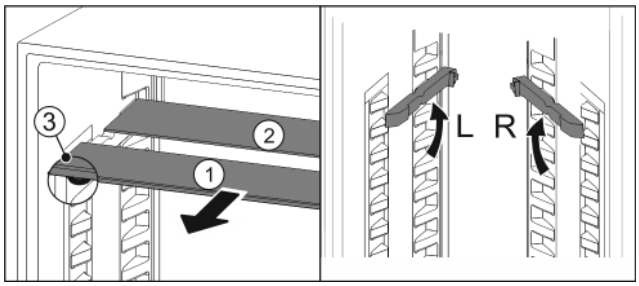

Fig. 119
▶ Pull the glass panels out *Fig. 119 (1)* from the front, one at a time.
▷ The glass panel *Fig. 119 (1)* with the trim strip is at the front.
▷ The stops *Fig. 119 (3)* point downward.